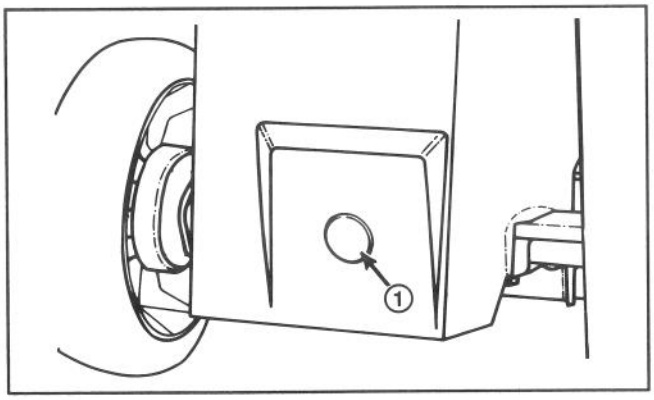

Figure 27
3. Remove plastic access hole plug from rear of mower (Fig. 27).